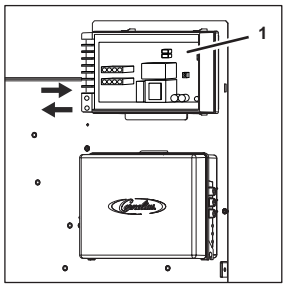

Fig. 89
3. Slide control system 2 (Fig. 89/1) to the left and lift control system 2 (Fig. 89/1) out of the unit.
4. Position the new control system 2 (Fig. 89/1) within the unit.
5. Slide control system 2 (Fig. 89/1) to the right and push control system 2 (Fig. 89/1) down until control system 2 (Fig. 89/1) locks into place.